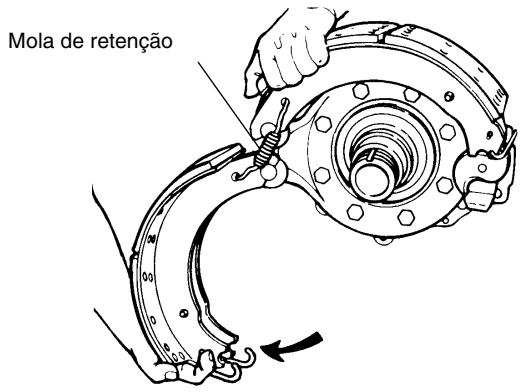

FIGURA 8-44
4. Gire a sapata inferior para aliviar a tensão nas molas de retenção (consulte a Figura 8-44). Remova as molas e as sapatas do freio.